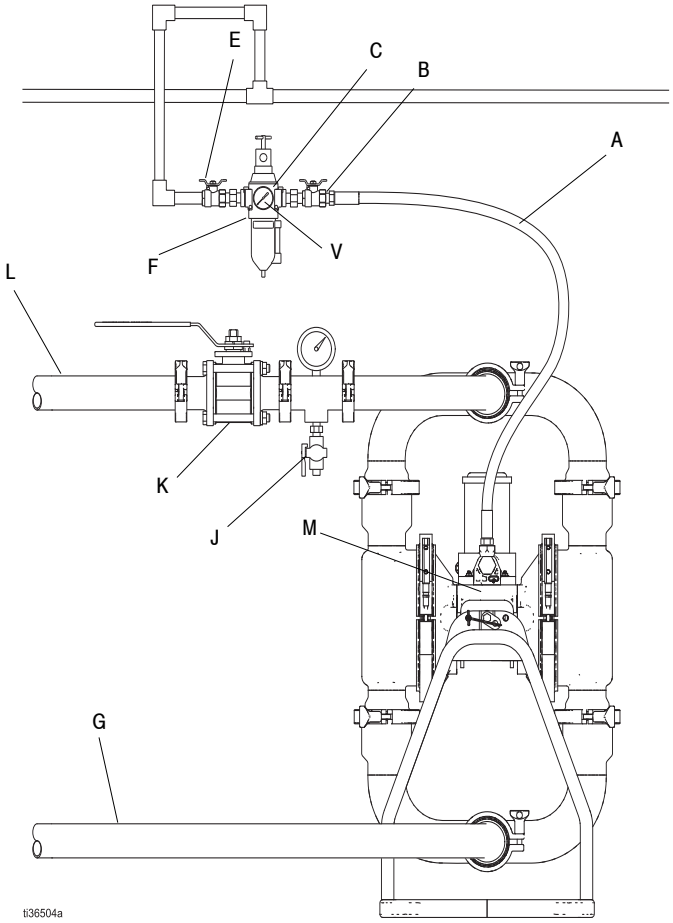

FIG. 2 : Installation classique au sol
- La FIG. 2. Il s'agit là d'un simple guide pour vous aider à choisir et à monter les éléments du système. Contacter son distributeur Graco pour obtenir de l'aide pour configurer un système qui réponde à vos besoins.
Une vanne d’air principale de type purgeur (B) est nécessaire dans votre système pour libérer l’air emprisonné entre cette vanne et la pompe. L'air emprisonné peut provoquer un démarrage intempestif de la pompe pouvant entraîner des blessures graves, y compris des projections dans les yeux ou sur la peau. Voir la FIG. 2.
2. Installer une vanne de vidange de produit (J) à proximité de la sortie de fluide de la pompe. Voir la FIG. 2.